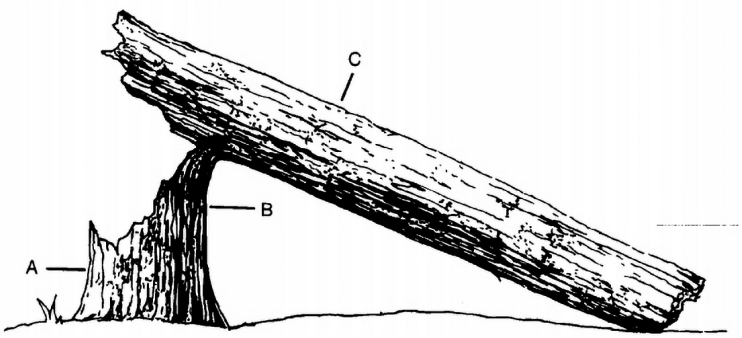

Figure 7. Measuring DBH on Broken Trees.
8. If DBH is at A, measure normally. If DBH is at B, measure just above on broken portion where tree appears normal, i.e. at C. Make note of the tree abnormality in the comments, but as the bole is vertical at the original DBH height, the 45 degree lean cutoff for dead trees is not a concern here. See Figure 7.